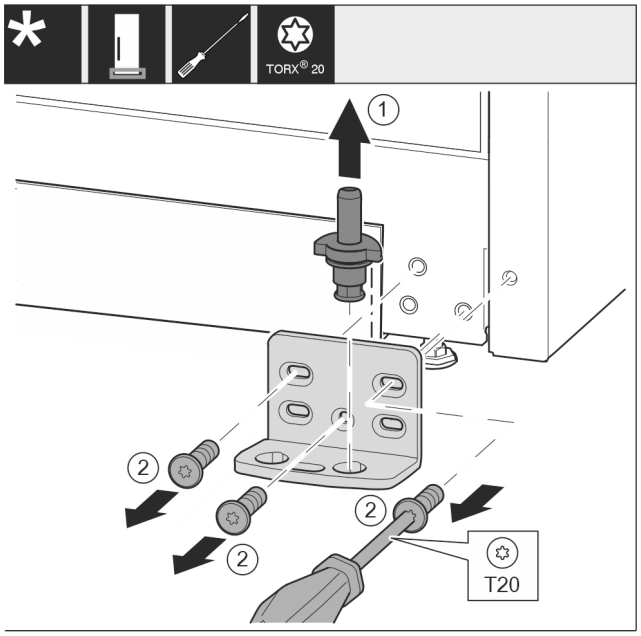

Fig. 16
- ▶ Lagerbolzen komplett nach oben herausziehen. *Fig. 16 (1)*
- ▶ Schrauben mit Schraubendreher T20 herausdrehen und Lagerbock abnehmen. *Fig. 16 (2)*